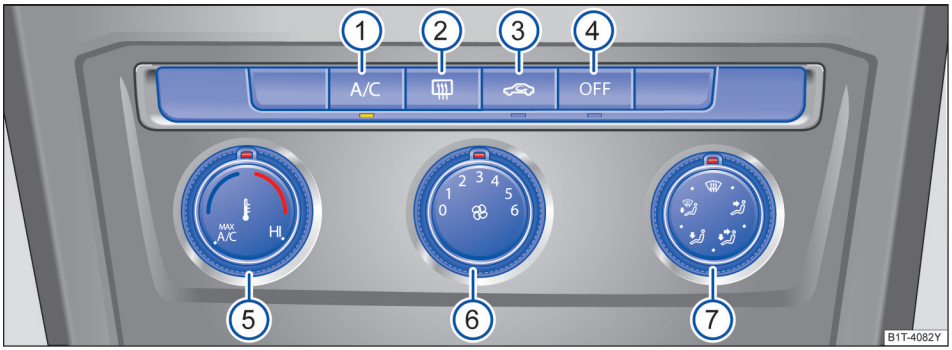

图 124 中控台上：电子手动空调的操作元件
– 按压按钮 → 图 124③，即可打开或关闭空气内循环模式。如果此按钮中的指示灯亮起，说明其处于打开状态。